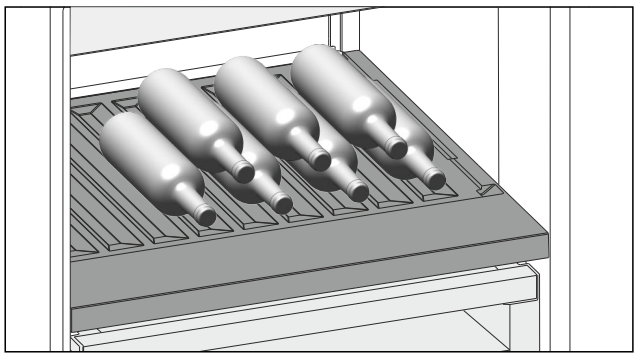

Fig. 153 Example illustration
▶ Place bottles in the back row with their bases against the back wall. (see Fig. 153)